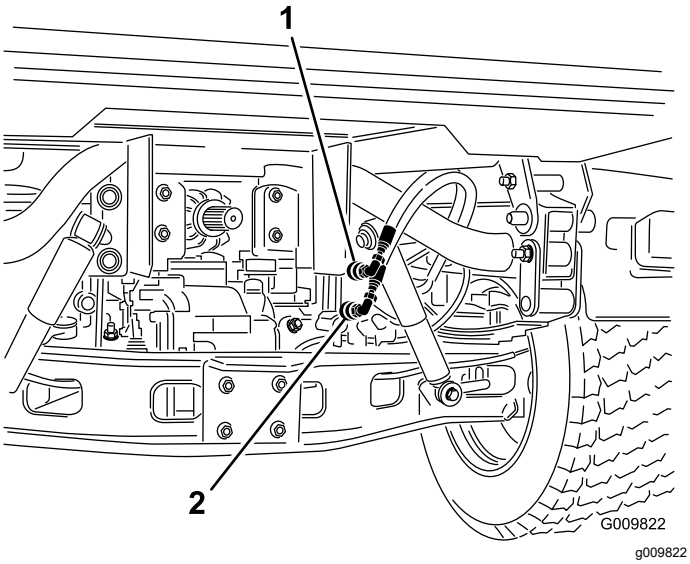

図 74
2. それぞれの車両で、クイックカップラホース2本を、カップラブラケットのホースから外す図 74。